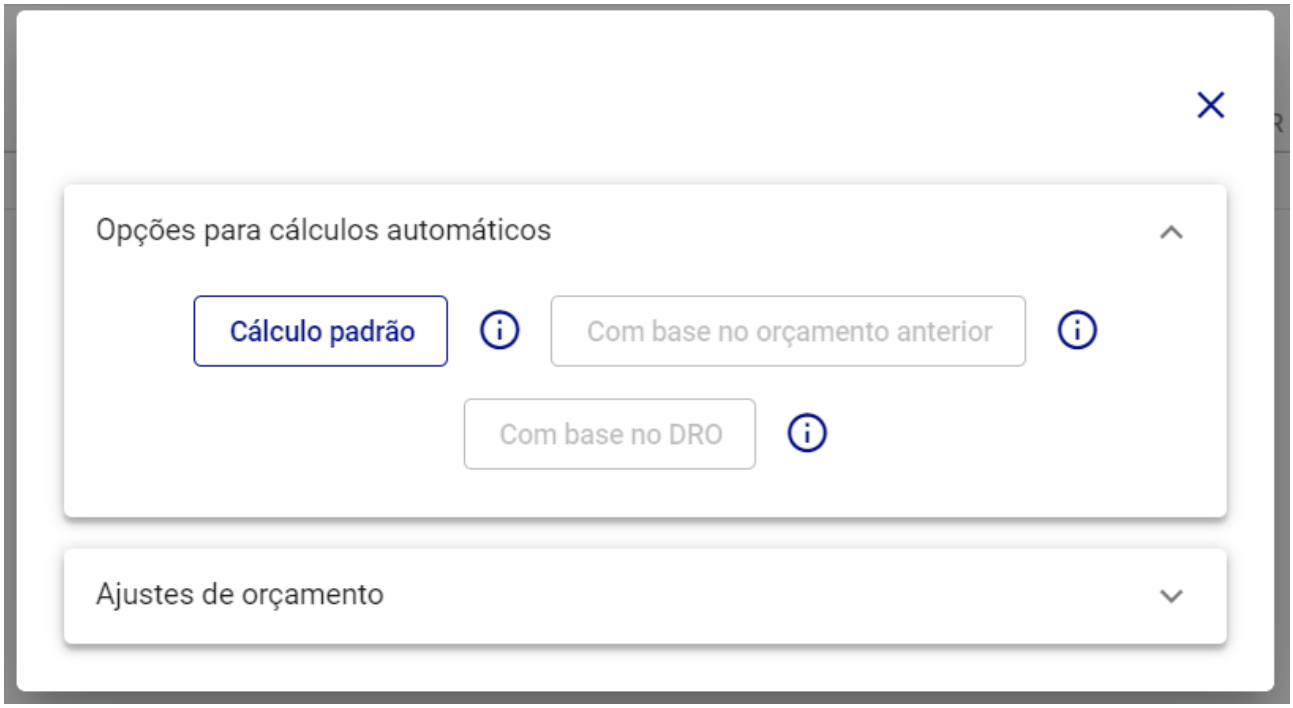

Figura 278: Opções para Cálculos Automáticos
– **Opções para Cálculos Automáticos (Figura 278):** Esta funcionalidade oferece diferentes métodos para o cálculo automático dos valores orçamentários.